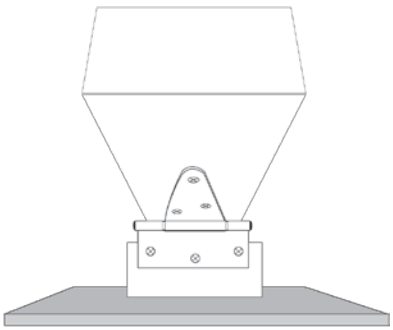

Figure 7.3. End view of base, block, hinge, and lever.
7. Screw the short flap of the hinge to the mounting block, screw the long flap of the hinge to the launch lever, and screw the mounting block to the base board. See Figure 7.3. (This is the order of assembly that provides easiest access for the screwdriver.)